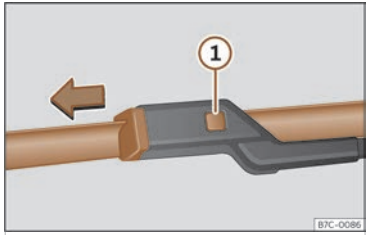

Fig. 197 Canvi de les escombretes de l'eixugaparabrises.
- Mantingueu premuda la tecla de desbloqueig ››› fig. 197 ① mentre estireu lleugerament l'escombreta en el sentit de la fletxa.